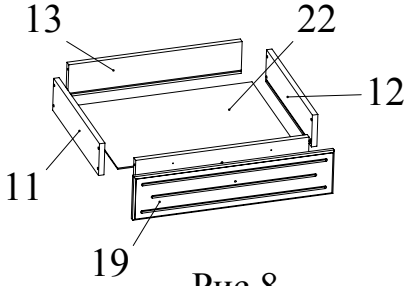

Рис.8
18. Скрепить при помощи конфирматов 7х50 боковины ящика 11, 12 и задник ящика 13. Вставить в паз дно ящика 22 из ДВП (Рис. 8).
19. Скрепить при помощи конфирматов боковины ящика 11, 12 и фальш-панель 14. Установить фасад ящика 19 на фальш-панель 14 и боковины 11, 12. Скрепить при помощи винтов М4х40 фальш-панель 14 с фасадом ящика 19 (Рис. 8). Второй ящик собирается аналогично.